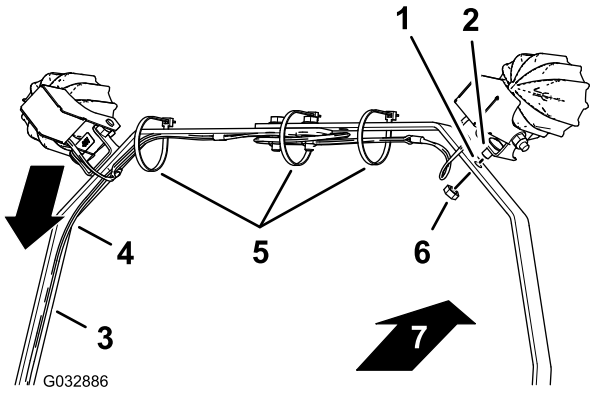

Figur 12
1. Rikta in lysdiodsarmaturerna med lyktglasen på maskinens främre del (Figur 12).
2. Dra kablaget längs med ljusstångens vänstra dragband som i Figur 12.
3. Rikta in den korta vagnsskruven som du monterade på monteringsfästet för lysdioden med hålet i ljusstångens dragband (Figur 12).
4. Montera lysdioden och den korta vagnsskruven på ljusstångens dragband med en mutter (Figur 12).
7. Fäst kablaget vid ljusstångens dragband med kabelband som i Figur 12.